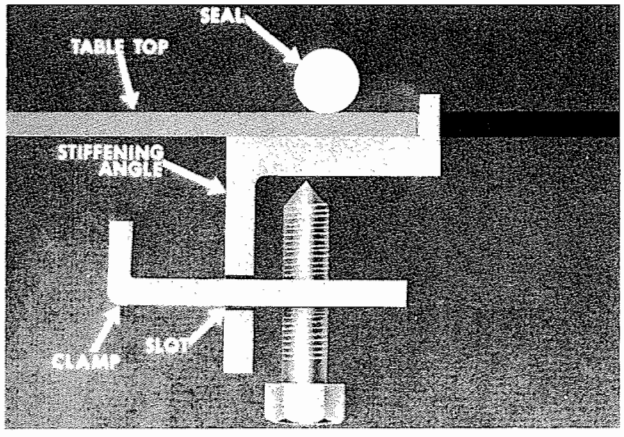

Figure 4
1. furnishes a gasket or seal that must be placed around the perimeter of the hole in the top as shown in Fig. 4. This gasket may be temporarily held in place with tape. Do not place the staple securing the gasket ends on or near a corner.
2. A number of clamps, such as the one shown in Fig. 4, appear at intervals along the perimeter. Pull clamps outward so that the griddle frame clears them when it is dropped into place.